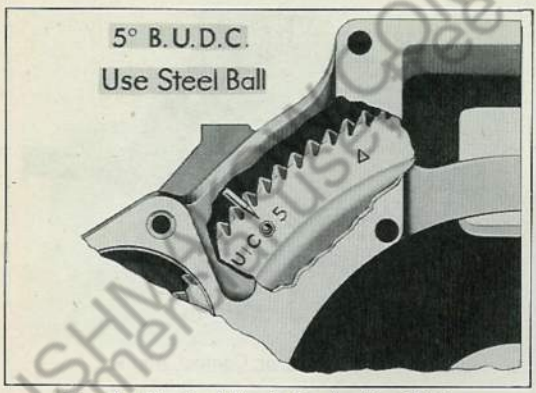

Fig. 7 Flywheel Marks for Ignition Timing
1. Set No. 1 piston in firing position. Turn engine with crank until ignition timing pointer on flywheel housing registers with timing mark on flywheel (Fig. 7).
(e) Neon flashes are then checked against flywheel markings (Fig. 7) which indicate piston position at time firing occurs.
(d) Check location of pointer in relation to flywheel marking (Fig. 7). If pointer is within $\frac{1}{16}$" of mark, timing may be considered satisfactory. Turn distributor as necessary to bring setting within proper limits. Tighten clamp bolt when adjustments are made.
E. Manual Advance—The preceding instructions pertaining to initial timing of distributor are the result of extensive research and tests. From these tests are determined the correct ignition timing mark (Fig. 7) for engine used in this vehicle. These tests are made with high octane rating fuel. The engine will perform satisfactorily and economically with that fuel and with initial setting as described.